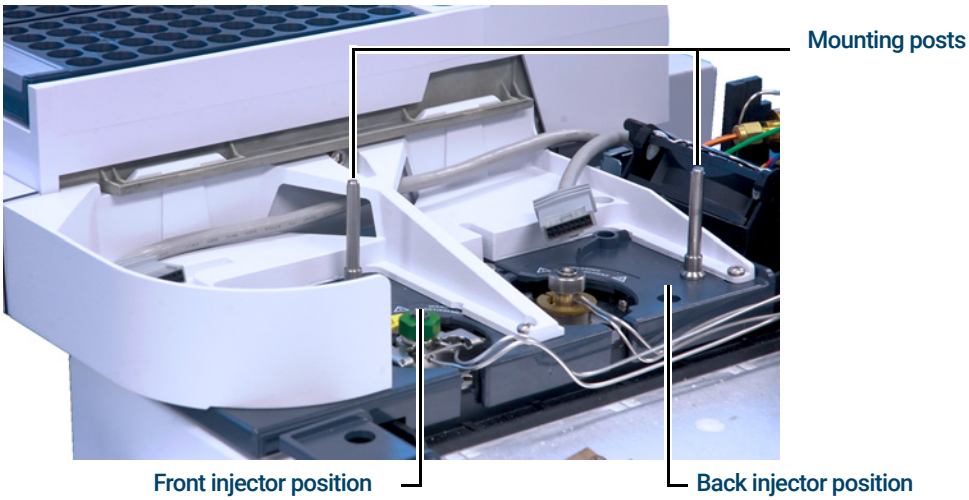

Figure 16. Installing the mounting post(s) on a 7890 Series GC (8890 GC and 8860 GC are similar)
- **8890 GC, 8860 GC, 7890 Series GC, 7820A GC, and 7820 MSD**. Install into the inlet cover in the front or rear location, as desired. The post must be turned all the way down (**Figure 16**).